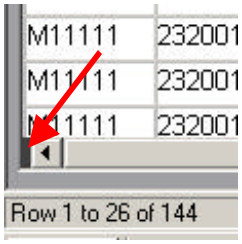

Figure 6.
d. **Split Screen**: The screen can be split to allow the user to view two sides of the table at once. With the UDL table maximized, move the mouse to the bottom left corner of the window so that it becomes a double pointed arrow (↔) . Click on the small black box, just left of the bottom scroll bar, (see Figure 6.) and drag to the desired location.